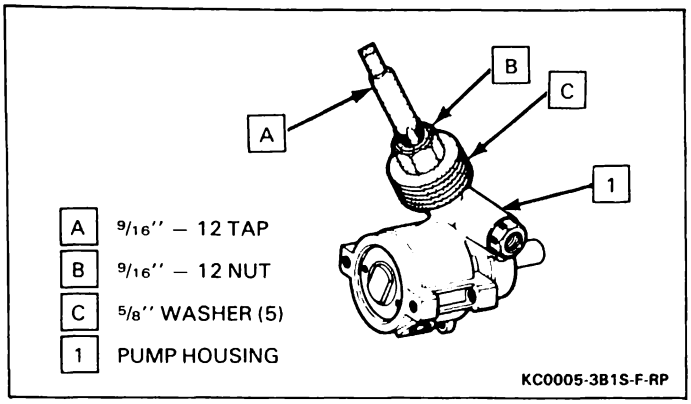

Figure 5 — Removing Return Tube
2. Return tube (15) using tap, nut, and washers (Figure 5).